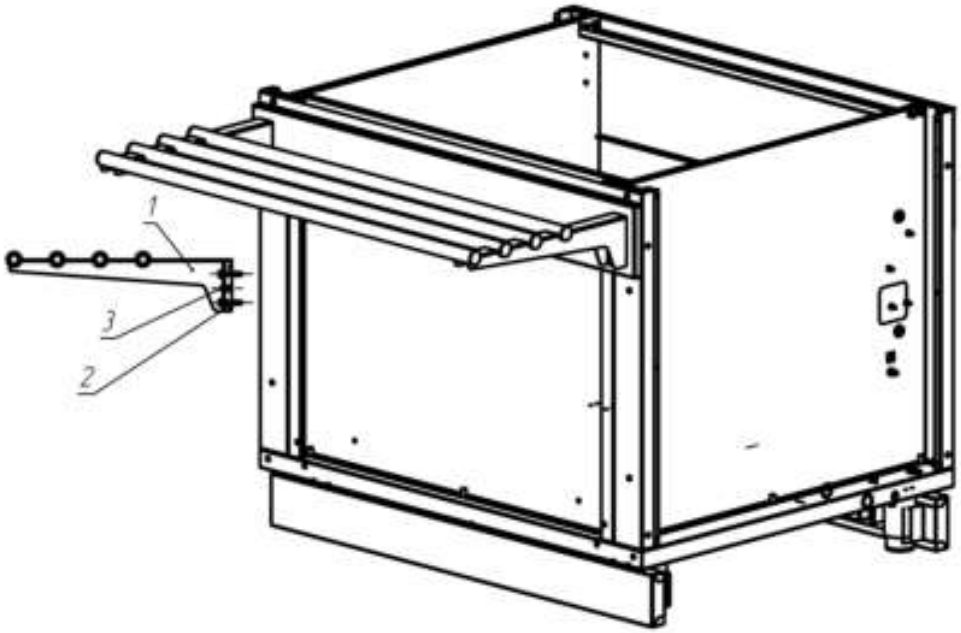

Рис. 1
- Закрепить кронштейны направляющей подносов поз. 1 болтами поз. 2 (М6х50=4 шт.), крепёж до конца временно не затягивать (рис. 1);